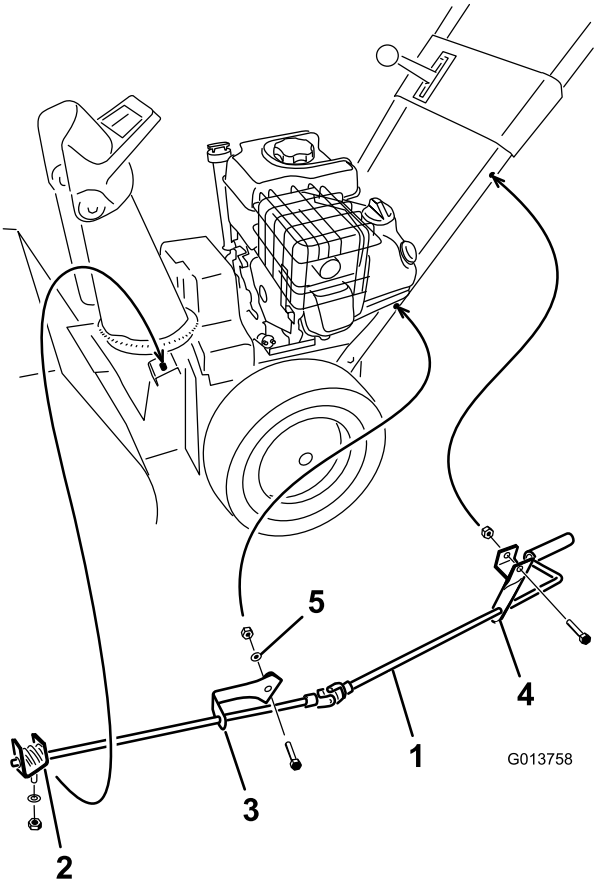

Rysunek 10
1. Za pomocą śruby i nakrętki zabezpieczającej przymocuj górny wspornik układu sterowania tunelem wyrzutowym (dołączony do drążka sterującego tunelem) do górnej części lewej strony uchwytu Rysunek 10.
2. Za pomocą śruby, podkładki wygiętej, podkładki płaskiej i nakrętki zabezpieczającej przymocuj dolny wspornik układu sterowania tunelem wyrzutowym (dołączony do drążka sterującego tunelem) do dolnej części lewej strony uchwytu Rysunek 10.
6. Dokręć nakrętki zabezpieczające, mocujące 2 wsporniki układu sterowania tunelem wyrzutowym (Rysunek 10).